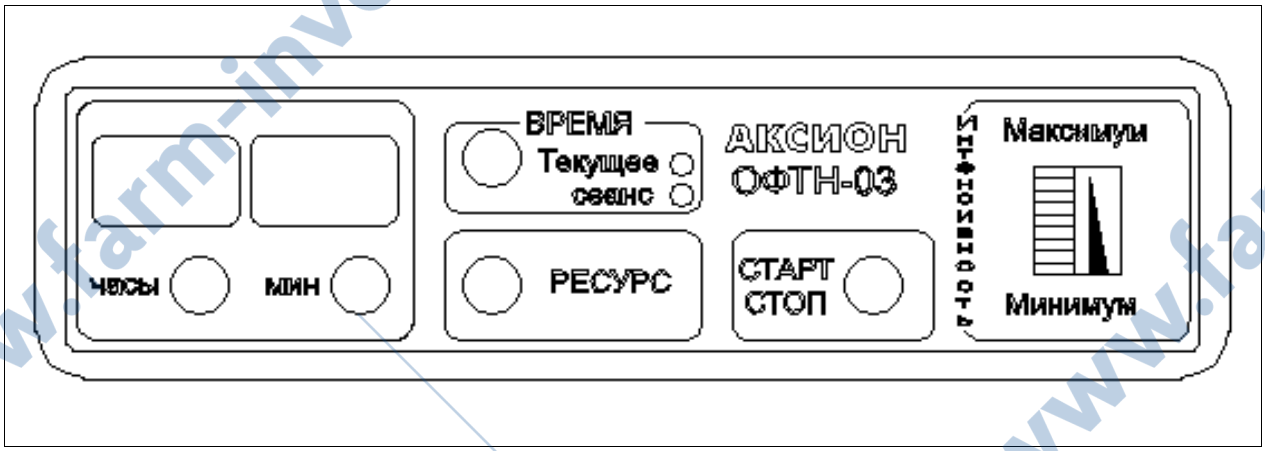

Рисунок 2 - Внешний вид панели управления облучателя
2.3.5 На панели управления (рисунок 2):